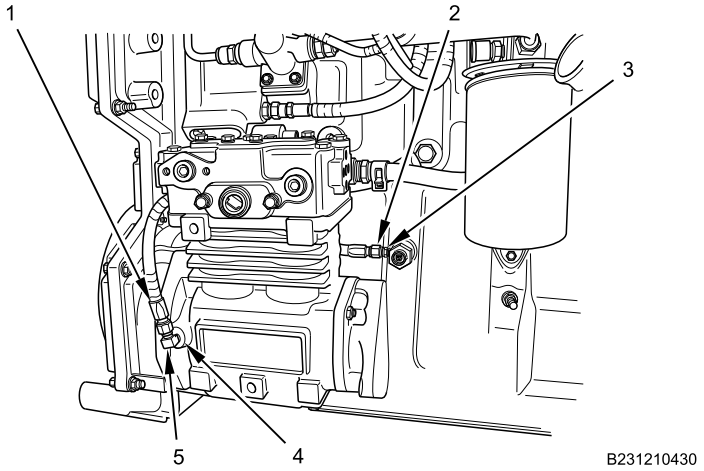

Figure 13. Air Compressor Oil Inlet.
6. Connect air compressor oil inlet hose (Figure 13, Item 3) to tee fitting (Figure 13, Item 4).
7. Apply thread sealing compound to angle fitting (Figure 13, Item 5), and install angle fitting to air compressor oil inlet port (Figure 13, Item 2).
8. Connect air compressor oil inlet hose fitting (Figure 13, Item 1) to angle fitting (Figure 13, Item 5).